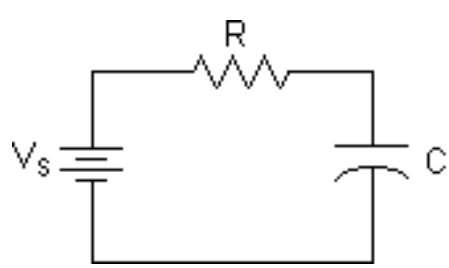

Figure 2 Test Circuit
3. ( ) Construct the circuit in Figure 2. on a solderless circuit board with the selected RC.